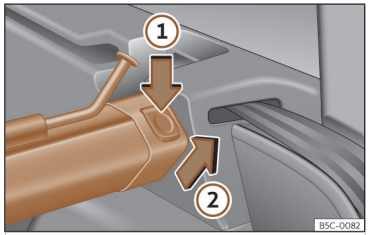

Abb. 182 Im Kofferraum: Trennwandnetz ausbauen.
- Linke oder rechte Entriegelungstaste ››› **(Abb. 182)** in Pfeilrichtung ① drücken.
- Stützschale in Pfeilrichtung ››› **(Abb. 182)** ② abnehmen.
- Schale der Träger links und rechts entgegen der Pfeilrichtung ››› **(Abb. 182)** ② drücken, bis diese einrastet. Die roten Markierungen an den Entriegelungstasten dürfen nicht mehr sichtbar sein.